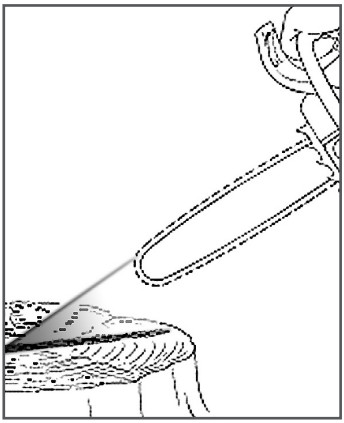

Рис. 12 Проверка подачи масла
2. Нажмите на курок газа и дайте двигателю поработать примерно 10-15 секунд на средних оборотах. Под шиной должен остаться четкий след от масла (Рис. 12).